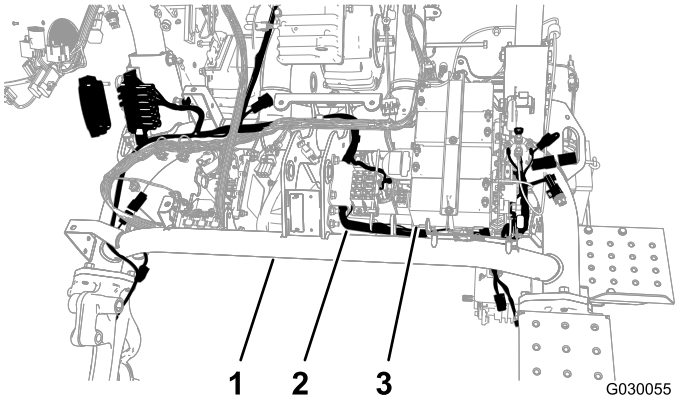

Figure 4
4. Route the harness under the main tube of the frame and in front of the reel batteries (Figure 4).